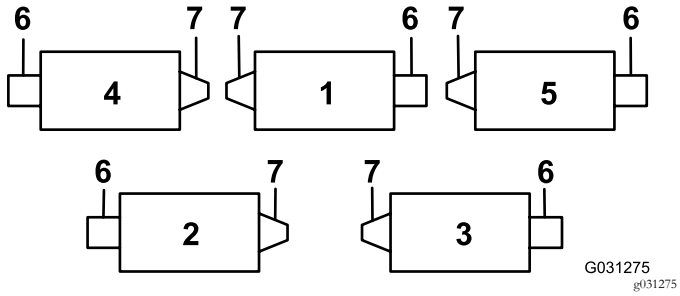
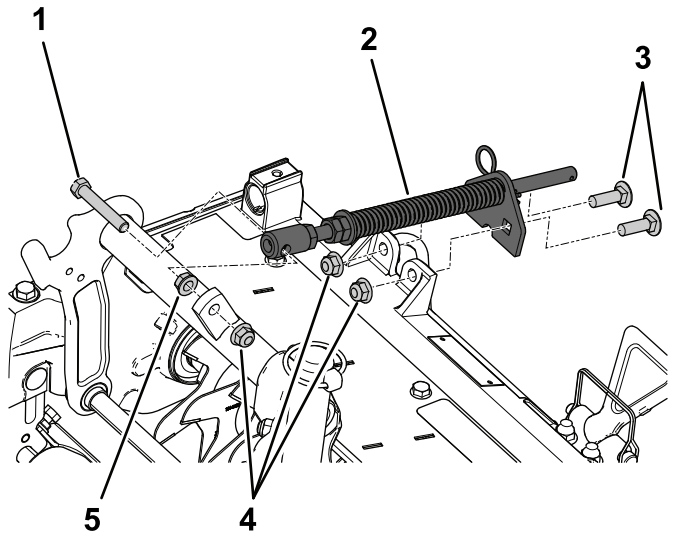

図 5
図 8
グリスフィッティングは、バーチカッターのリールモータ側に取り付ける必要があります。下の図で各リールモータの位置を確認してください 図 5。
3. バーチカッター2と4の位置図 5では、ウェイトをカッティングユニットの反対側に移動する。
ターフ補正スプリングアセンブリを、リールモータと同じ側に取り付ける図 5と図 8。